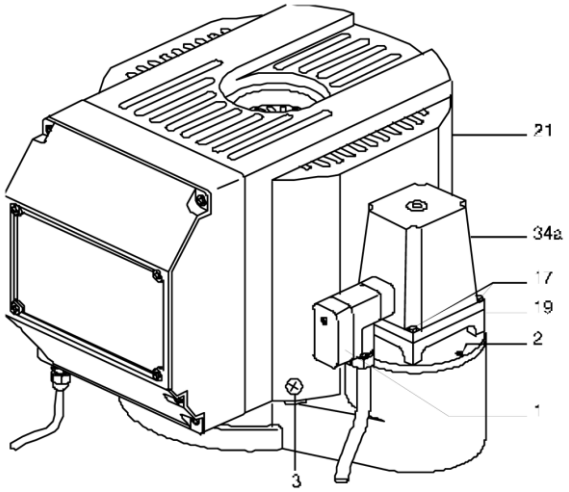

Рисунок 8.2.2.-1
- Вывинтите кабельный штекер (1) из магнита (34a) и снимите его (см. рисунок 8.2.2.-1).